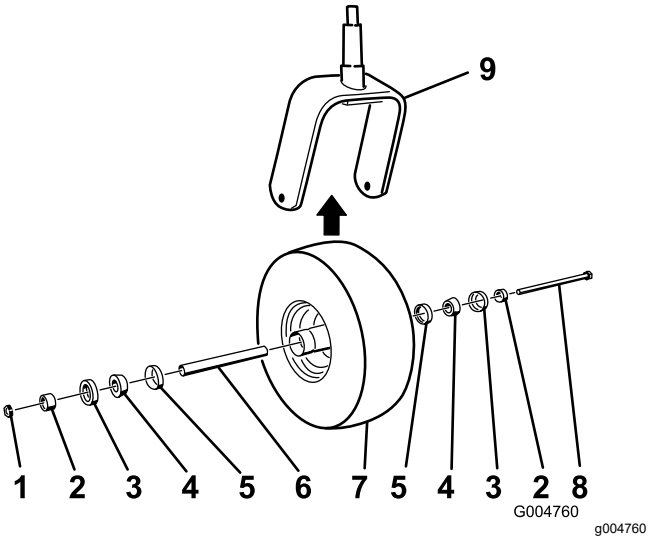

Figuur 80
2. Verwijder de borgmoer van de bout (Figuur 80).
5. Monteer het zwenkwiel door de ingevette kegellagers en de afdichtingen in de wielnaaf te drukken, in de positie die wordt getoond in Figuur 80.